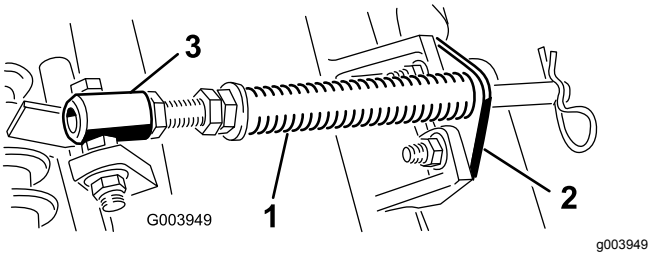

Figur 5
A. Demontera de två vagnskruvar och muttrar som håller fast stångbeslaget på klippenhetens flikar (Figur 5).
B. Ta bort den flänsmutter som fäster fjäderrörets skruv vid bärramens flik (Figur 5). Ta bort monteringen.